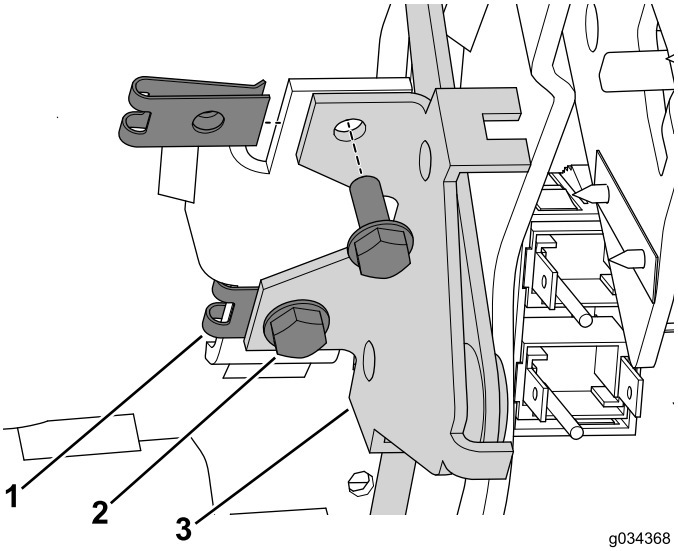

Figur 19
3. Monter hastighetsmutrene på festet på konsollenheten (Figur 19).
4. Bruk de to boltene (nr. 10 x 1/2 tomme) til å feste chokespakenheten til konsollen (Figur 19).